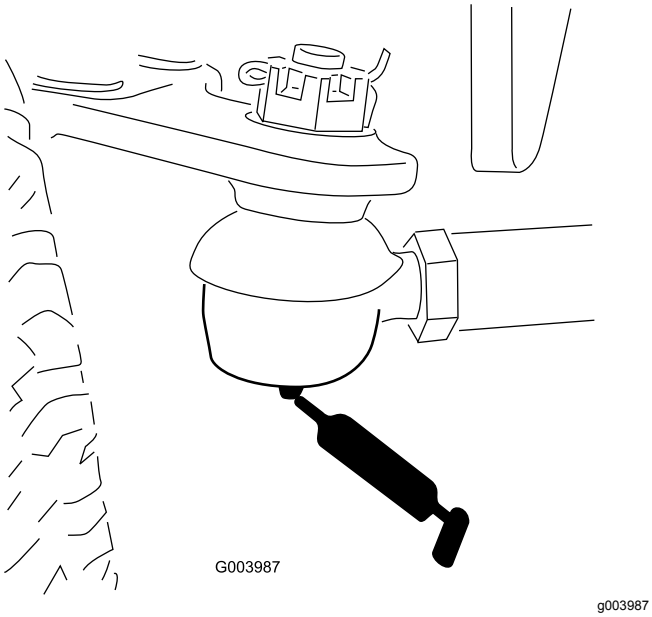

**Figur 51**
- Bakaxelns dragstång (2) (Figur 51)